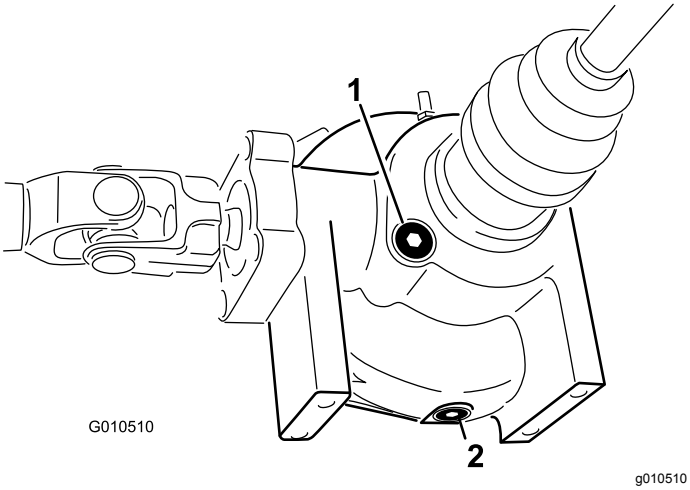

Figur 22
2. Rengør området omkring påfyldnings-/kontrolskruen på siden af differentialet (Figur 22).